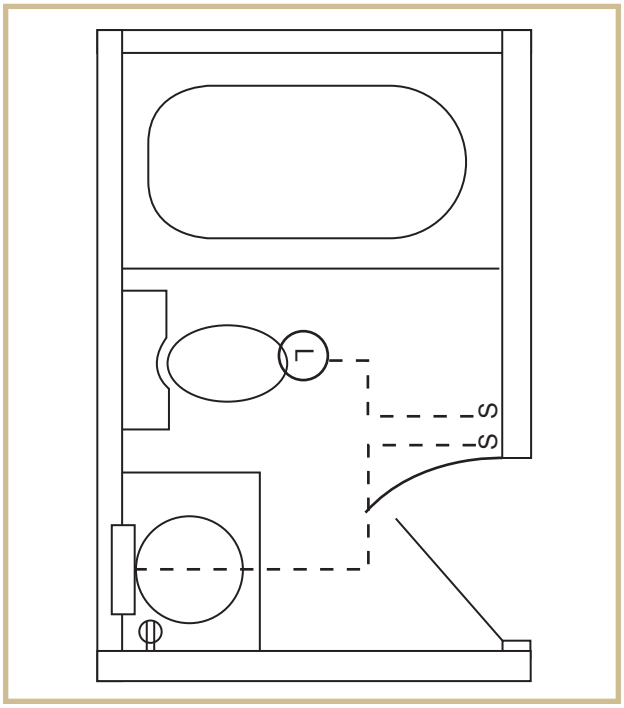

FIGURE 8—Note any* NEC *violations in Table 2.
Now, you're ready to begin this part of your project. Carefully study the wiring diagrams shown in Figures 8 through 12. *At least one NEC* violation is shown in each diagram. Identify each violation, and then describe the violation in Table 2. You'll also need to indicate which article of the *NEC* is involved in the violation.
To be sure that you understand how this exercise works, one example has been completed for you in the table. Figure 8 shows a typical residential bathroom. As you can see in the figure, the outlet receptacle next to the basin isn't GFCI protected. This is a violation of the *NEC*. (Article 210.8(A) (1) indicates that all electrical outlets in bathroom areas must have GFCI protection.) So, you would describe the problem as shown in the first line of Table 2.